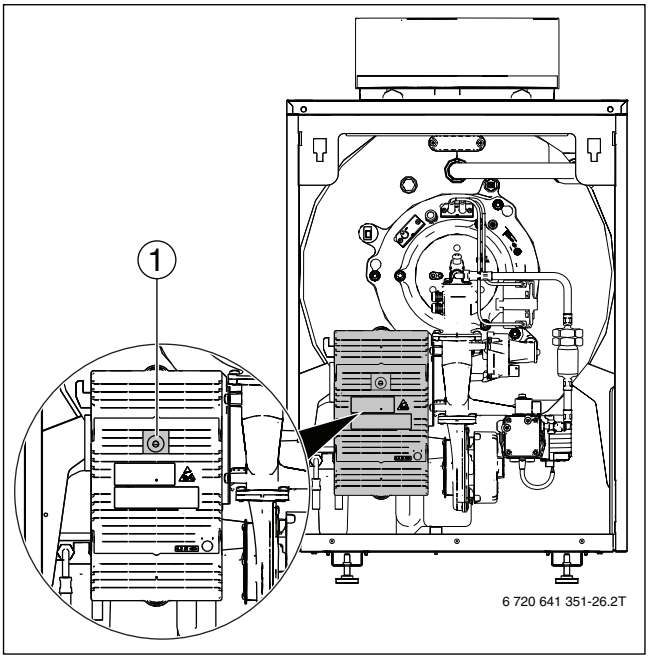

Bild 96 Störungen am Feuerungsautomaten zurücksetzen
▶ Taste **Reset** am Feuerungsautomaten drücken (→ Bild 96, [1]).